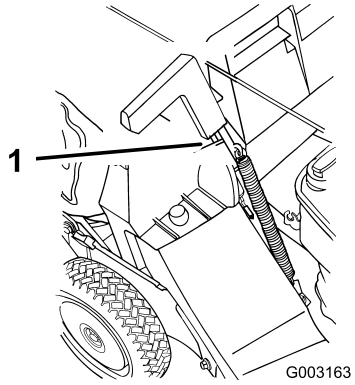

Figura 23
5. Tirate in avanti la maniglia dello sportello di scarico fin quando la spina non tocca più il fermo, e tirate indietro la maniglia finché la spina non si blocca nella tacca del cesto (Figura 23).